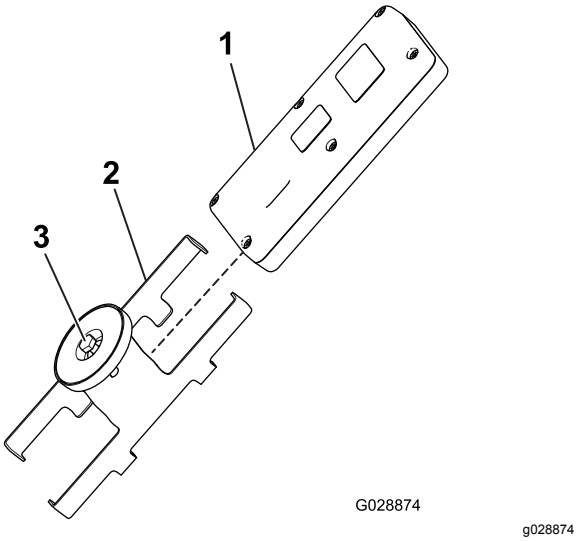

Figur 19
5. Monter den håndholdte fjernkontrollen i den magnetiske fjernkontrollbraketten, skyv brakettens halvdeler sammen, og trekk til bolten i magneten (Figur 19).